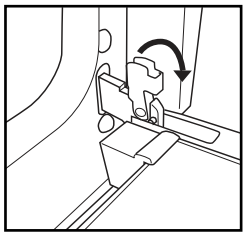

Fig. 1
2. Lyft de två spärrhakarna och skjut dem framåt till ändläge (*fig. 1*).